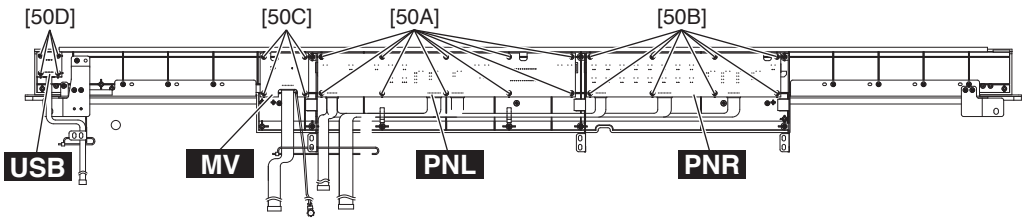

Fig.9（図 9）
12-4 Each circuit board and assembly can be removed by removing its fixing screws as listed below. (Table 2, Fig.9)
12-4 次のネジを外すことにより、基板、アッセンブリを外すことができます。(表 2、図 9)
*1 When removing the MV circuit board, remove the slide knob first. (Fig.9)
※1 MVシートを外す時は、先にスライドツマミを外します。(図9)